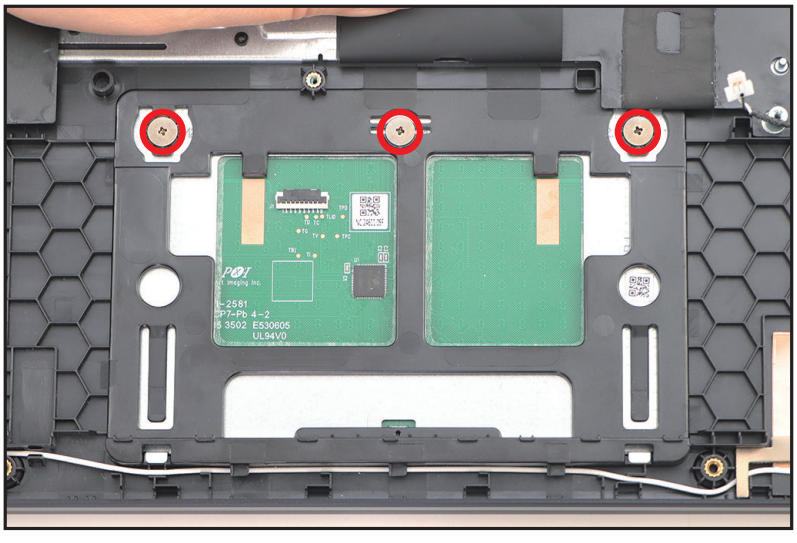

Figure 1-49. Touchpad Module Removal
4. Remove three (3) screws securing the touchpad module (Figure 1-49).